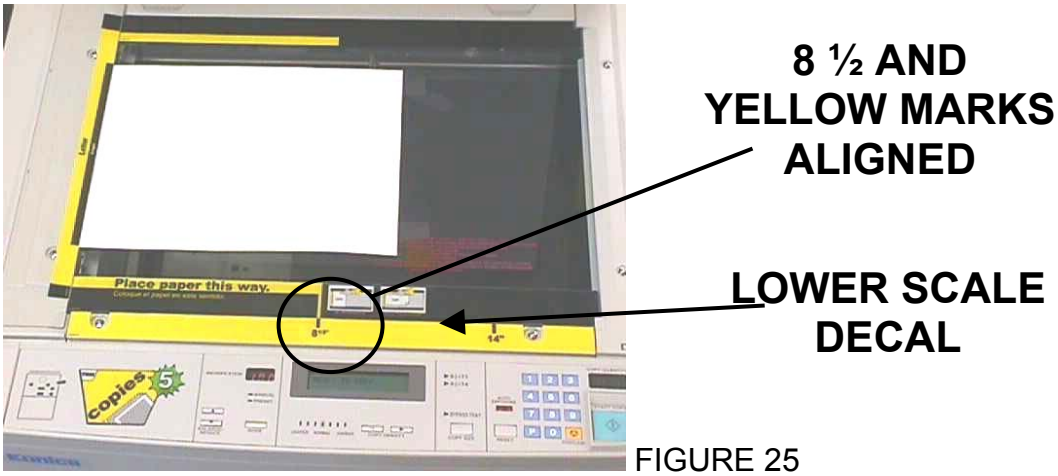

FIGURE 25
6.4 Attach the Lower Scale Decal to the copier just under the Lower Alignment Decal. Make sure the 8½ mark on the Lower Scale Decal is aligned with the Yellow mark on the Lower Alignment Decal. (see figure 25)